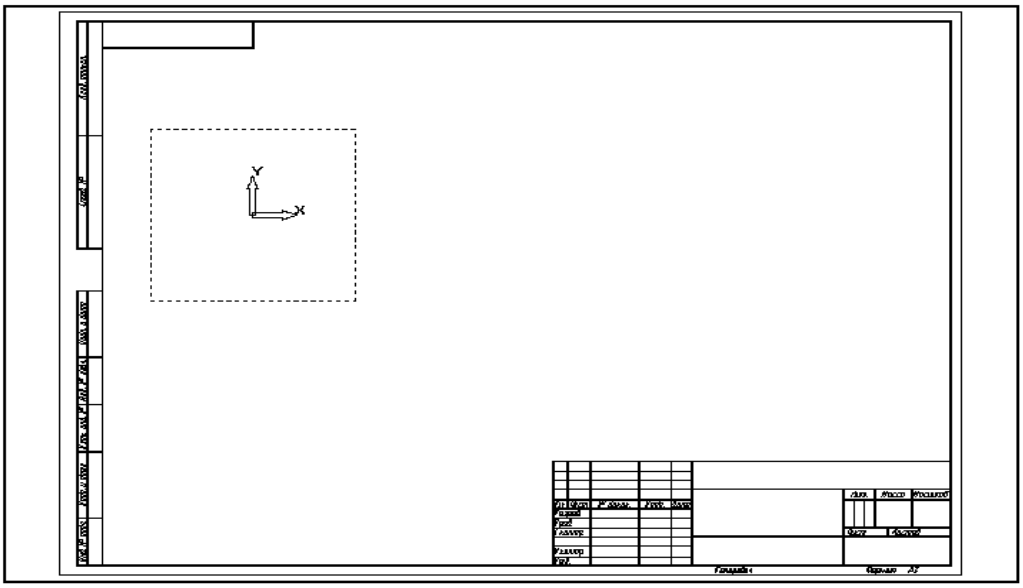

Рис. 7 Збільшення рамкою ділянки нового виду
3.4.1 За допомогою кнопки ***Изменить масштаб рамкой*** на Панелі Управління збільште ділянку листа навкруги початку координат виду, як це показано на Рис. 7.